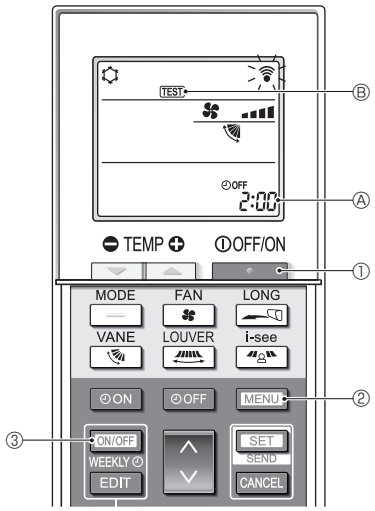

Afb. 7-5
7.2.2. De draadloze afstandsbediening gebruiken (Afb. 7-5)
■ **Proefdraaien (Afb. 7-5)**
1. Druk op de toets [—] ① om de airconditioner te stoppen.
- Als de Week-timer ingeschakeld is (WEEKLY is aan), druk dan op de toets [ON/OFF WEEKLY] ③ om de timer uit te schakelen (WEEKLY is uit).
2. Houd de toets [MENU] ② gedurende 5 seconden ingedrukt.
3. Druk op de toets [MENU] ②.